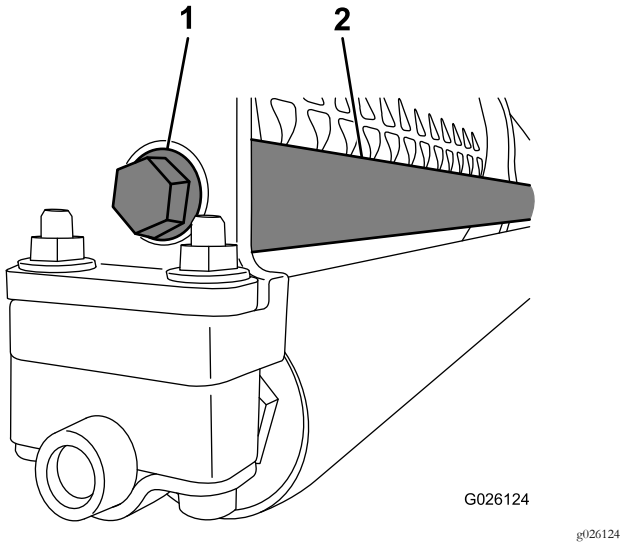

Rysunek 5
4. Zamocuj gwintowaną stronę obciążnika prętowego do ramy za pomocą śruby z łbem wieńcowym (Rysunek 5).